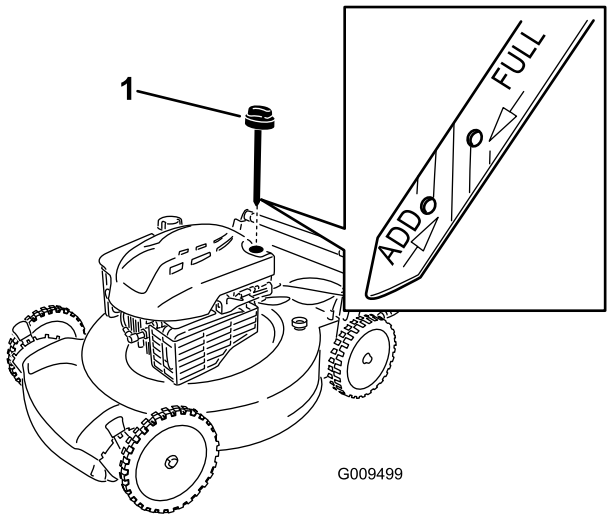

Figuur 28
6. Neem de peilstok uit de vulbuis (Figuur 28).